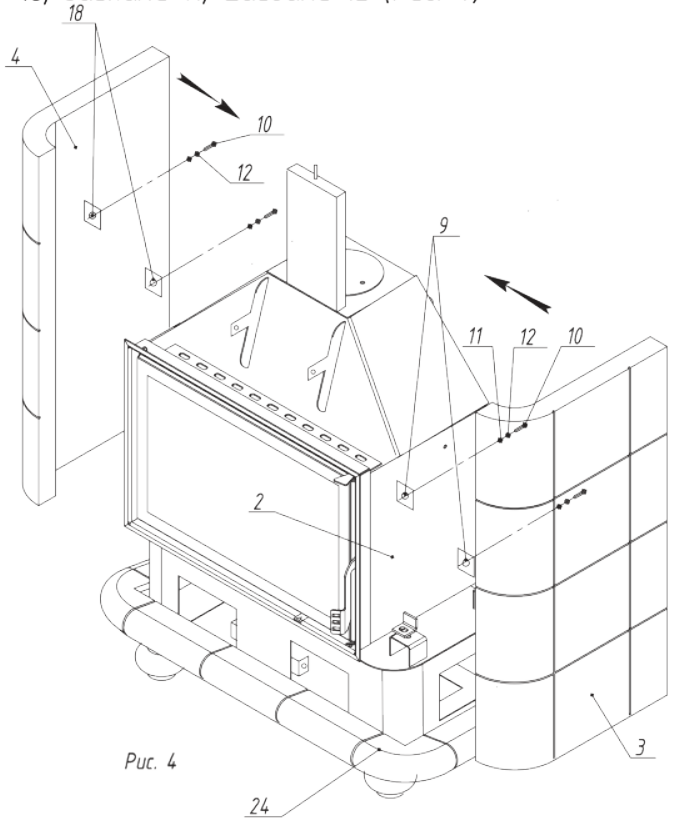

Рис. 4
5. Верхняя панель 6 крепится к кронштейнам 14 винтами 8 и фиксируется шайбой и гайкой 10,11 (Рис. 4)
5. Боковые панели 3,4 устанавливаются на нижнюю панель 24 и крепятся к топке 2 кронштейнами 18 на боковых панелях и кронштейнами 9 на топке.Фиксируются винтами 10, гайками 11, шайбами 12 (Рис. 4)